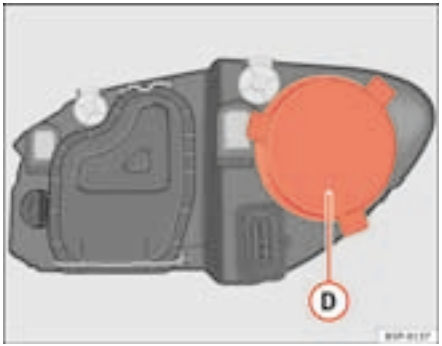

Fig. 183 Side lights
– Remove the cover ⇒ fig. 183 (D) by pulling on this.